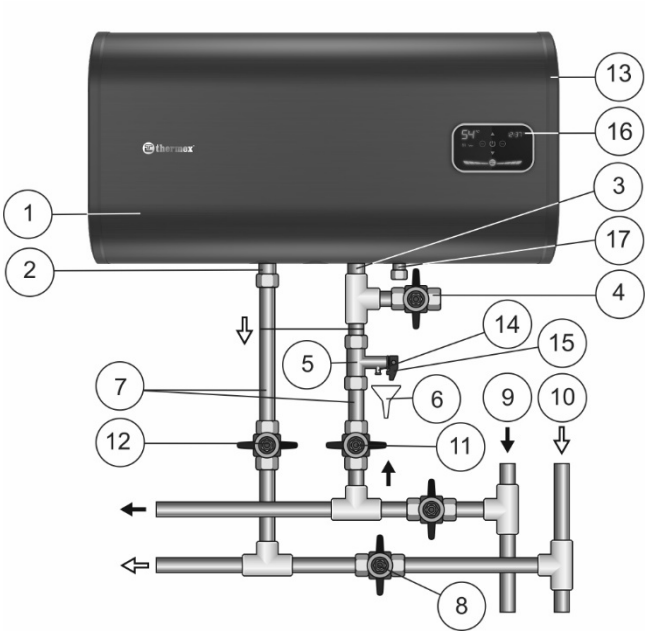

Рисунок 2. Схема подключения ЭВН к водопроводу в горизонтальном положении горизонтальных моделей Н.
- Горизонтальные модели H в соответствии с Рис. 2
ЭВН оборудован возможностью подключения к сети Wi-Fi и управления с мобильного устройства. Для управления с мобильного устройства необходимо установить на мобильное устройство приложение Thermex Home и создать учётную запись. Приложение Thermex Home доступно для скачивания на Google Play и AppStore. Перед подключением ЭВН к мобильному устройству необходимо убедиться, что ЭВН подключен к электросети, находится в зоне действия беспроводной сети Wi-Fi. Для подключения ЭВН к мобильному устройству необходимо одновременно нажать кнопки 2 и 3 согласно схеме на рисунке 2 и удерживать до появления индикации Wi-Fi (п.10, рис. 2). Сразу после этого в приложении Thermex